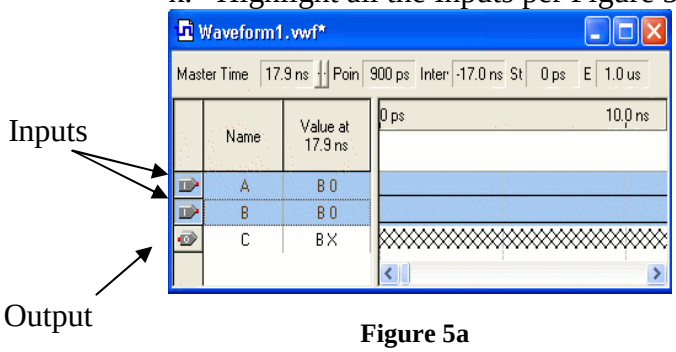

Figure 5a
k. Highlight all the Inputs per Figure 5a.